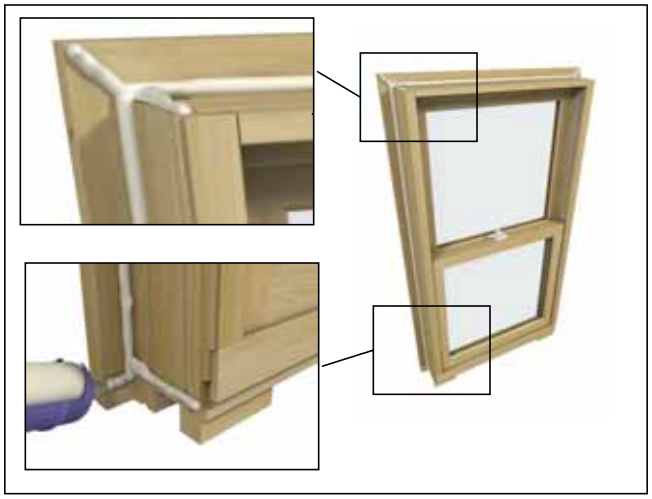

Figure 6 Seal casing joints (brick mould casing showing).
4. For window units with casing, remove any factory applied excess sealant squeeze out and then apply sealant on the back side of the casing at the joint where the casing and window meet. Apply additional beads between the casing ends and the sill horn as well as the mitered corners at the top of the casing. See figure 6. **Tool sealant to ensure a proper seal between parts.**